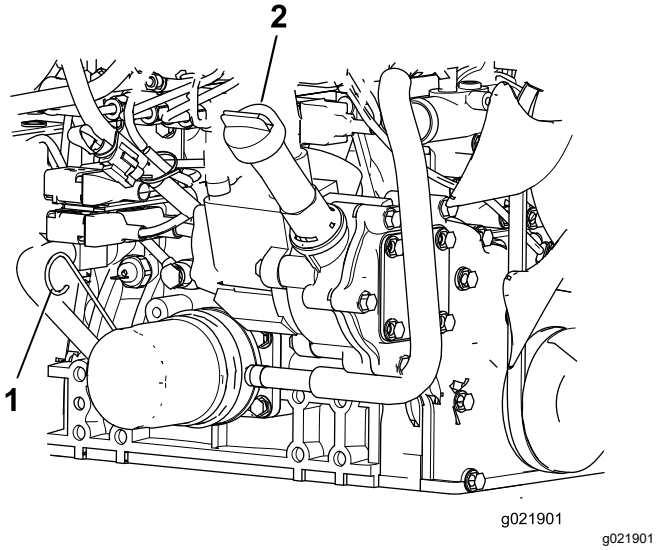

Figuur 83
3. Verwijder de peilstok uit de buis, veeg deze schoon en plaats de peilstok weer in de buis. Haal de peilstok er weer uit. Het oliepeil moet zich tussen de VOL- en BIJVULLEN-markering bevinden (Figuur 83).
4. Als het oliepeil te laag is, moet u de vuldop verwijderen en olie bijvullen tot het peil zich tussen de VOL- en BIJVULLEN- markering bevindt (Figuur 83).